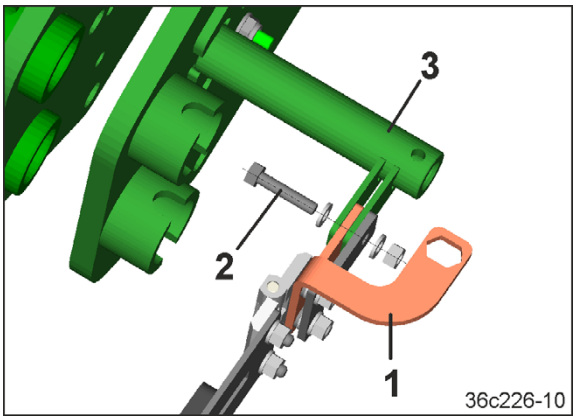

Fig. 97
5. Ausleger (Fig. 97/1) mit einer Skt. Schraube (Fig. 97/2) an der Aufnahme (Fig. 97/3) anschrauben.